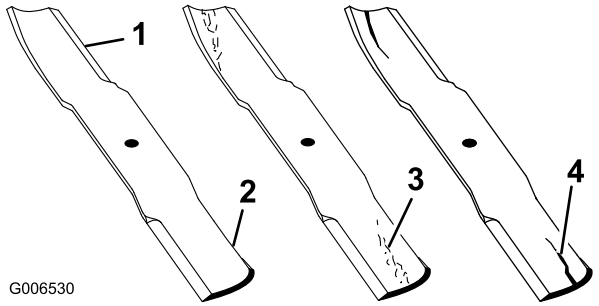

Figuur 51
1. Controleer de snijranden (Figuur 51). Als de randen niet scherp zijn of bramen vertonen, moet u de maaimessen verwijderen en slijpen; zie Maaimessen slijpen.
2. Controleer de messen, met name het gebogen deel (Figuur 51). Als u beschadiging, slijtage of groefvorming in dit deel constateert (punt 3 in Figuur 51), moet u het mes direct vervangen.